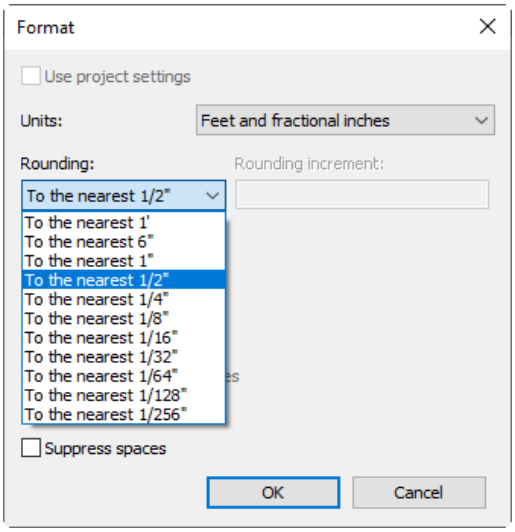

Figure 2-37 *Selecting the* ***To the nearest 1/2"*** *option in the* ***Format*** *dialog box*
4. Click on the **Rounding** drop-down list in this dialog box and select the required option, as shown in Figure 2-37.